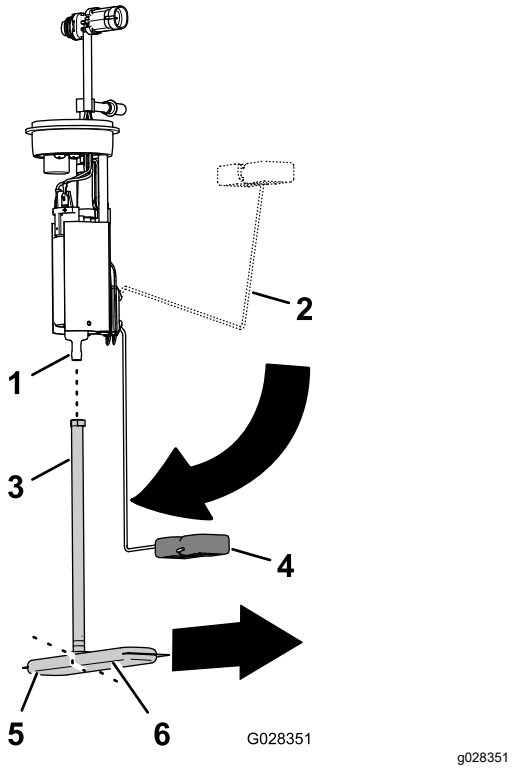

Figur 88
1. Ta bort bränslefiltrets upptagningsrör från bränslepumpens koppling (Figur 88).
2. Rikta in upptagningsröret på det nya bränslefiltret efter bränslepumpens koppling (Figur 88).
3. Rikta in bränslefiltrets långa ben efter flottören när flottörens arm är i tomt läge (Figur 88).
4. För in bränslepumpens koppling i upptagningsröret tills kopplingen sitter ordentligt (Figur 88).
2. Sätt bränslepumpen/sändarenheten i tankens öppning (Figur 87 och Figur 88).